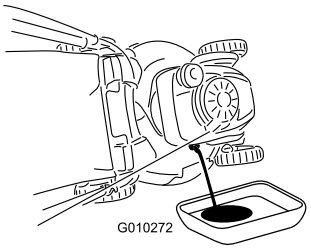

Figur 27
5. Sätt ett uppsamlingstråg vid klipparens **högra** sida (Figur 27).